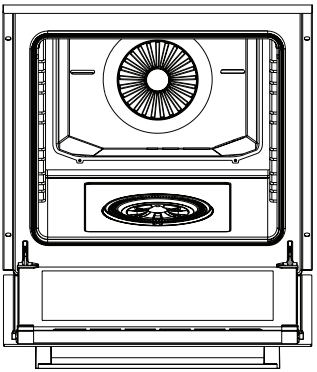
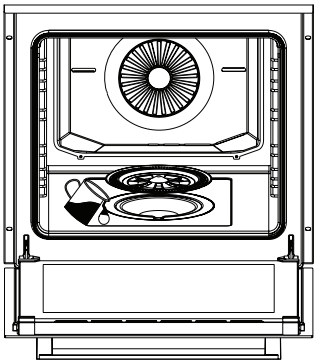
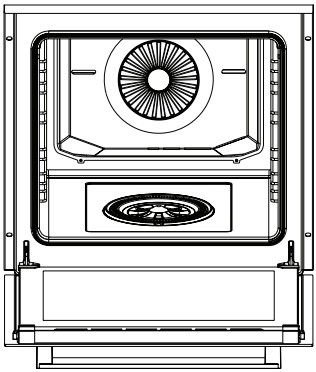

Figura 21
Figura 22
Figura 23
**2.** Aprire il coperchio dell'apparecchio (Vedi figura 21). Rimuovere il coperchio del serbatoio dell'acqua e riempire il serbatoio (Vedere figura 22). Quindi, chiudere il coperchio del serbatoio dell'acqua (Vedere figura 23). Chiudere il coperchio dell'apparecchio e preriscaldarlo per 10 minuti. Dopo il preriscaldamento è possibile inserire gli alimenti nell'apparecchio.